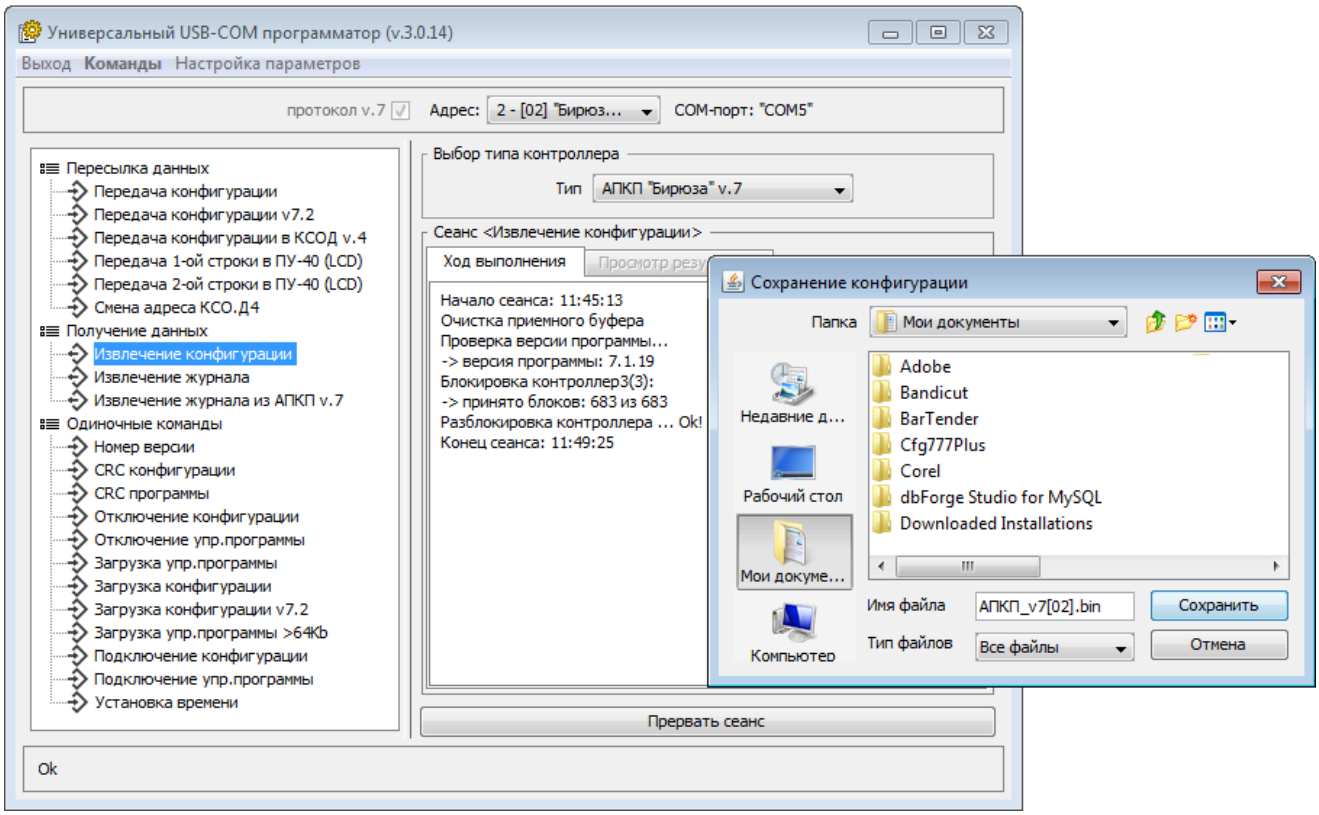

Рисунок 102. Универсальный USB-COM программатор. Извлечение конфигурации из памяти прибора
4) Нажать кнопку «Начать сеанс» и дождаться окончания сеанса извлечения конфигурации из памяти прибора (рисунок 102).